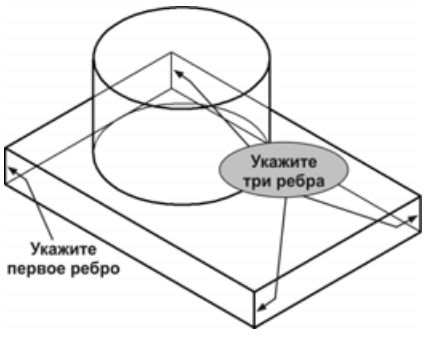

Рис. 2.61
- Выберите первое угловое ребро (рис. 2.61).